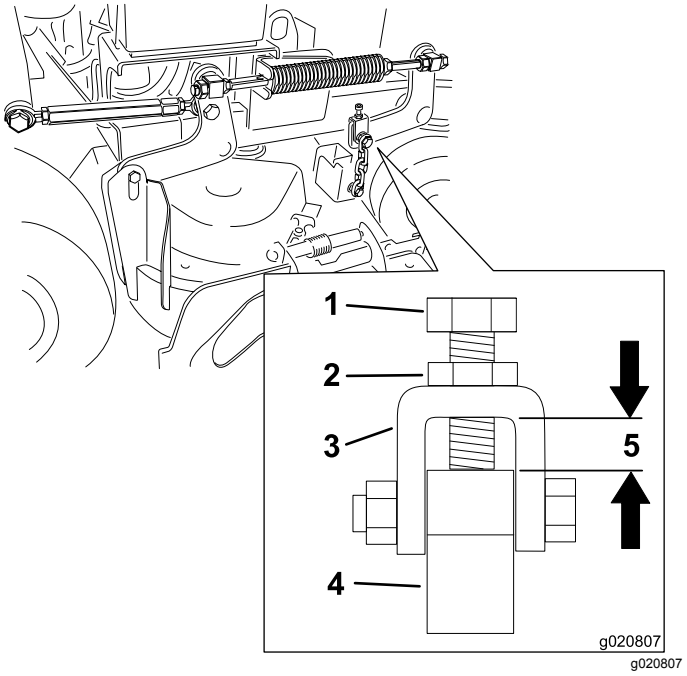

Figur 82
Bemærk: Afstanden skal være 11 mm som vist i Figur 82.
6. Løsn den øvre kædebolt, hvis justering er nødvendig (Figur 82).
7. Løsn kontramøtrikken, og juster justeringsbolten for at opnå den korrekte afstand som vist i Figur 82.